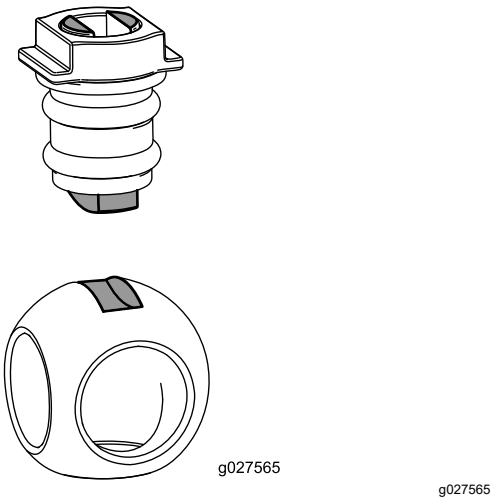

Figure 80
6. Insérez la bille dans le corps de la vanne (Figure 80).
Remarque: La tige de la vanne doit entrer dans la fente d'entraînement de la bille. Si la tige de la vanne ne rentre pas, ajustez la position de la bille (Figure 80).